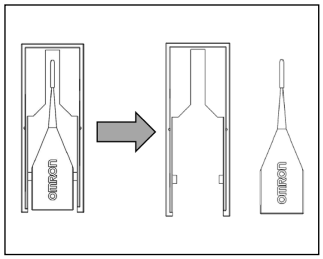

fig.1
(1) Snap off the coding key from the rectangular protection holder. (fig. 1)